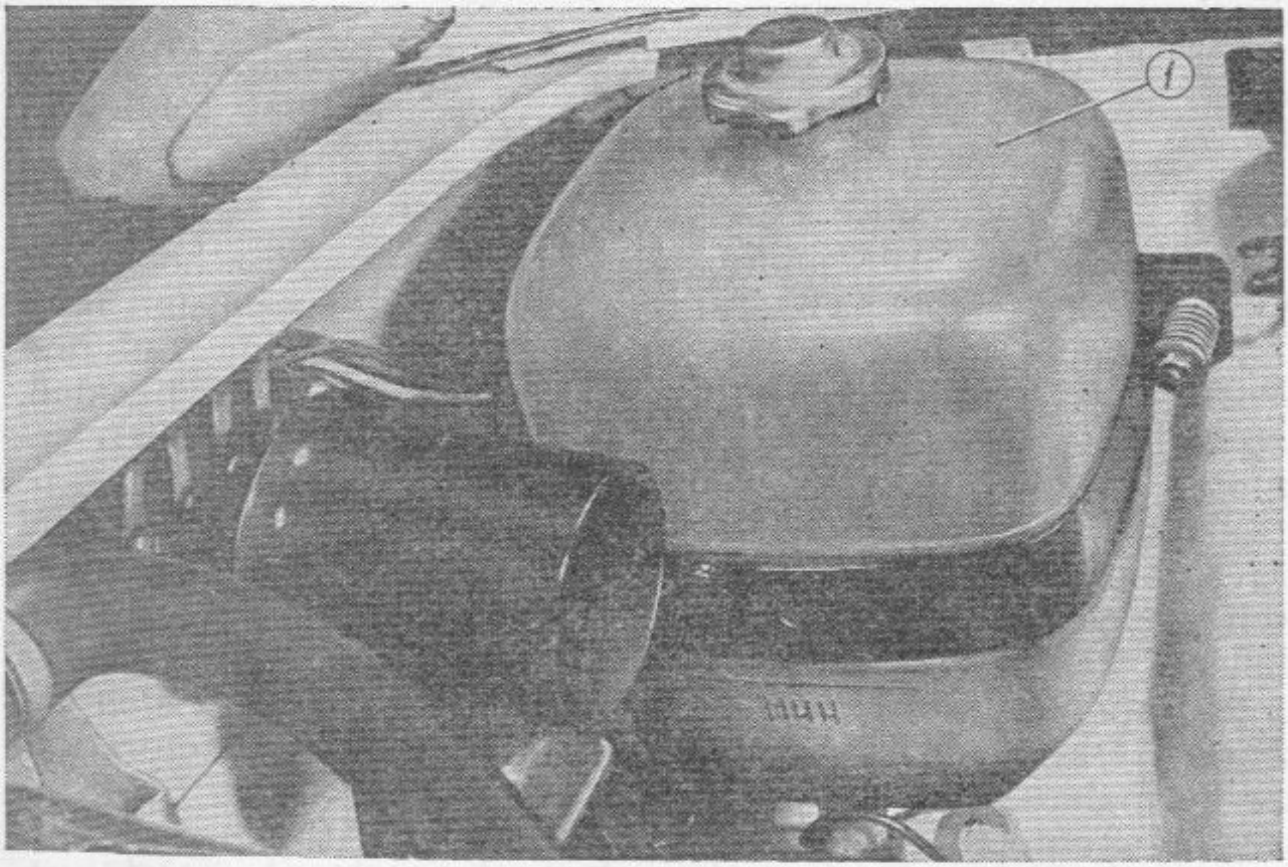

Bild 49. Anordnung des Ausdehnungsgefäßes der Kühlanlage unter der Motorhaube:
5. Ausdehnungsgefäß *1* (Bild 49) mit frischer Flüssigkeit nachfüllen (etwa 3—4 *mm* über Marke „min") und mit Deckel schließen.